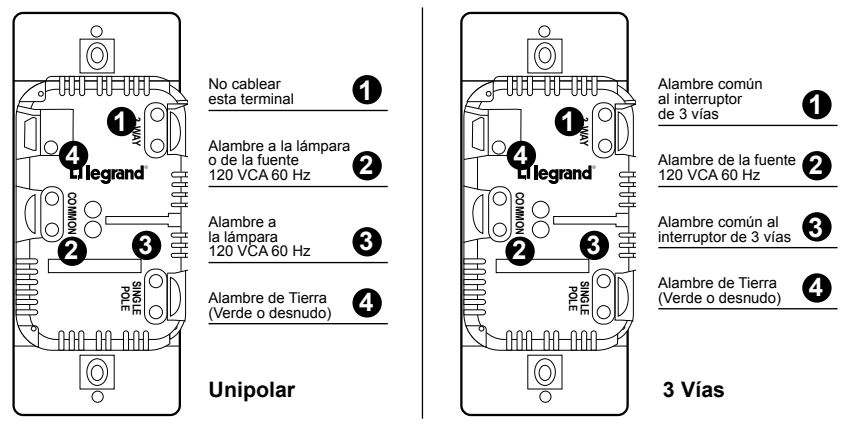

Figura 1
5. Conecte el atenuador según se muestra en el diagrama de instalación utilizando conductores de cobre sólidos o trenzados de calibre #12 ó #14 AWG. Quite el forro del alambre utilizando el calibre ubicado en la parte trasera del dispositivo (Figura 1). Ajuste los tornillos del terminal un par de torsión de 14 a 16 pulg.-lb.